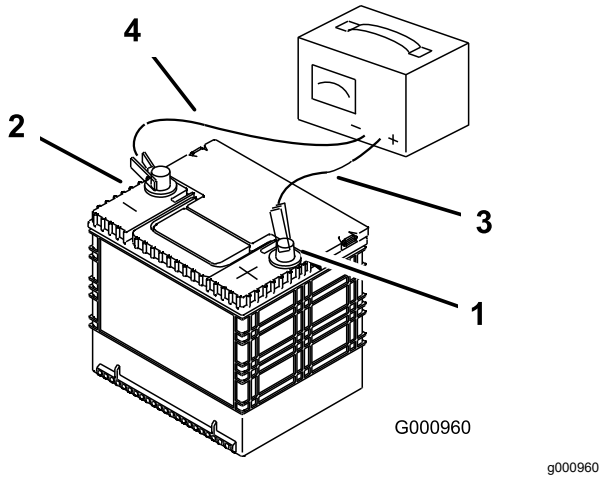

Figur 51
3. Når batteriet er fuldt opladet, skal du tage opladeren ud af stikkontakten og dernæst koble opladningskablerne fra batteriets poler (Figur 51).